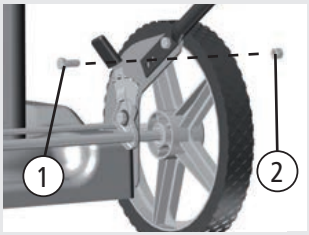
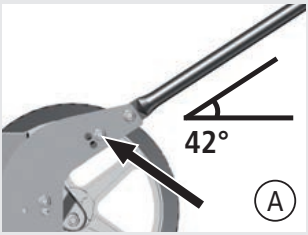
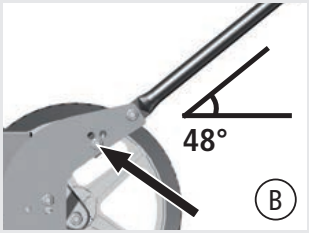
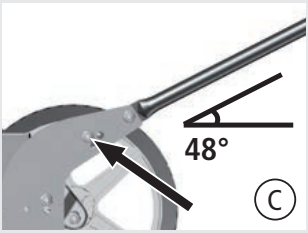

Fig. 11
Fig. 12
Fig. 13
Fig. 14
Para fazer a regulagem da altura do braço do cortador, remova o parafuso (1) e a porca (2), que prendem o braço inferior [Fig. 11]. Agora escolha uma das 3 alturas de regulagem "A" [Fig. 12], "B" [Fig. 13] e "C" [Fig. 14]. Após isso, insira o parafuso (1) e a porca (2) na posição escolhida e aperte-os firmemente.